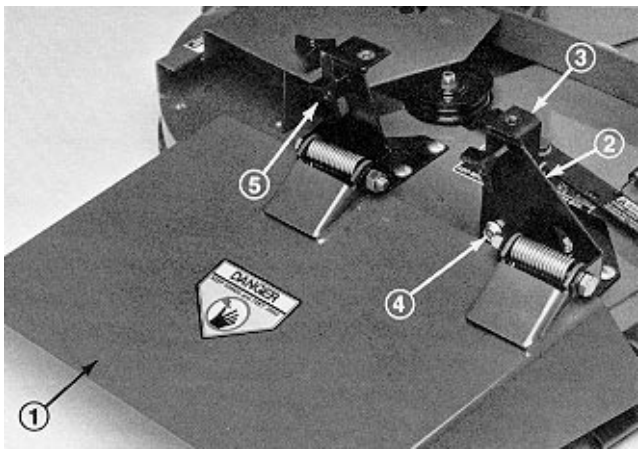

Figure 29
2. Slide slots at bottom of deflector pivot bracket onto shoulder bolt at side of deck brackets (Fig. 29).
3. Secure deflector in place with (2) knobs (Fig. 29).